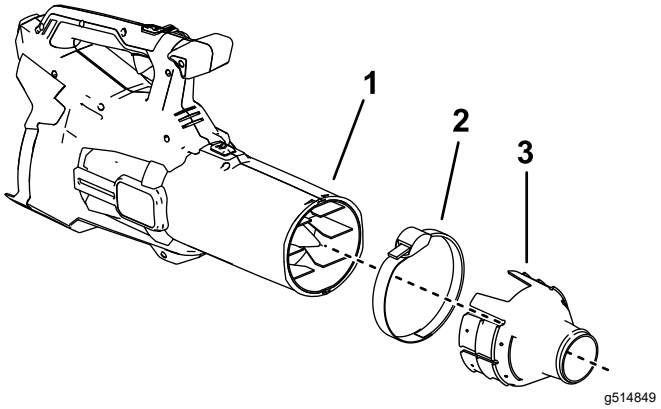

Figur 2
2. Ta bort blåsarröret så att kragen kan anslutas direkt till blåsarutloppet (Figur 2).